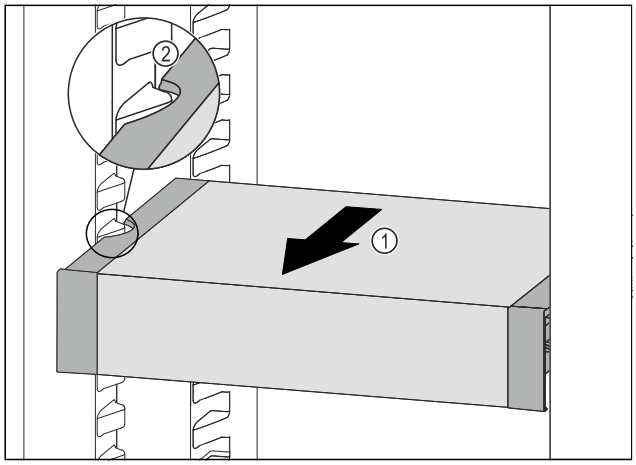

Fig. 178
▶ 向前拉动 VarioSafe *Fig. 178 (1)*，直至 VarioSafe 的侧部凹槽与冷藏区中的容器肋梁持平。 *Fig. 178 (2)*